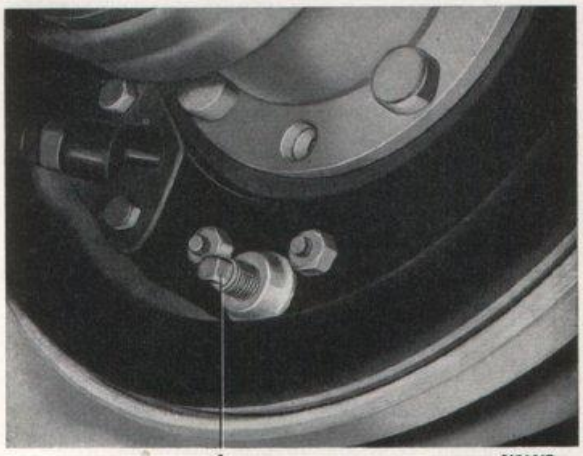

Bild 7-29. Justeranordning för bakhjulsbroms
2. Vrid justerskruven (1, bild 7-29) medurs tills bromstrumman låses. Lossa därefter tills trumman kan rotera fritt.